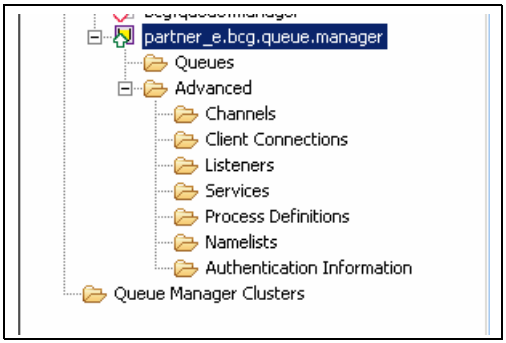

Figure 5-14 Advanced queue manager properties
2. Right-click the **Listeners** folder and select **New** → **Listener**. See Figure 5-14 on page 73.